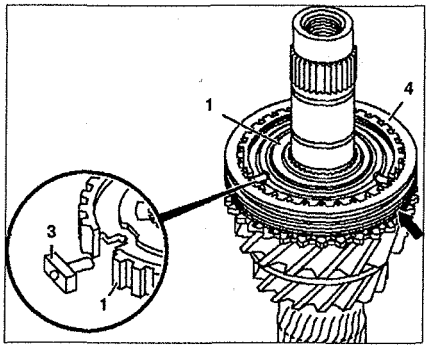

Рис. 6.33. Разборка и сборка механизма включения 3-й и 4-й передач (автомобили с двигателем 611.980):
Для этого выпрессуйте скользящую втулку **2** вниз с корпуса синхронизатора **1** (см.рис.6.33). Снимите блокировочные пальцы **3**.
46. Соберите муфту **9** синхронизатора включения 3-й и 4-й передач. Для этого установите скользящую муфту **2** на корпус синхронизатора **1** пазом **(стрелка)** вверх так, чтобы он совпал с шестерней 1-й передачи (см.рис.6.33). Вставьте блокировочные пальцы **3** под давлением. Установите скользящую втулку **2** в нейтральное положение.